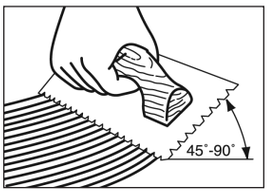

Figure 9
- Tenir la truelle à un angle d'au moins 45° (Figure 9), fermement contre le plancher brut afin d'obtenir un taux d'étalement de 4 à 5,5 m^2/gal (40 à 60 pi^2/gal US) (30 à 35 pi^2/gal pour l'adhésif Summit étalé avec la truelle tout-en-un Summit incluse). La truelle laisse des cannelures d'adhésif et très peu d'adhésif entre les cannelures. Ainsi, vous pourrez toujours voir les lignes de craie entre les stries et appliquer l'adhésif selon le taux d'étalement recommandé.